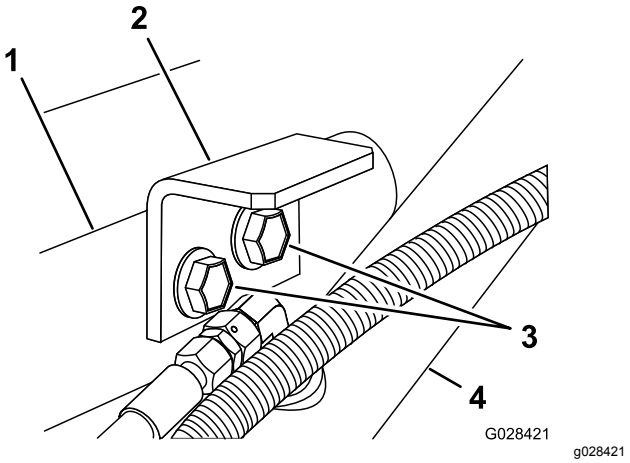

**Figur 7**
3. Fest holdebrakettene til støttebraketten og rammen med de to flenshodeboltene og flenslåsemutterne som du fjernet i trinn 1 (Figur 7).